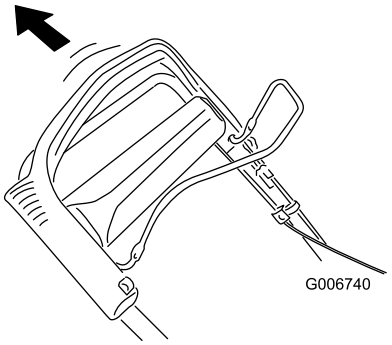

Figur 27
2. Træk det øverste håndtag så langt tilbage som muligt (Figur 27).